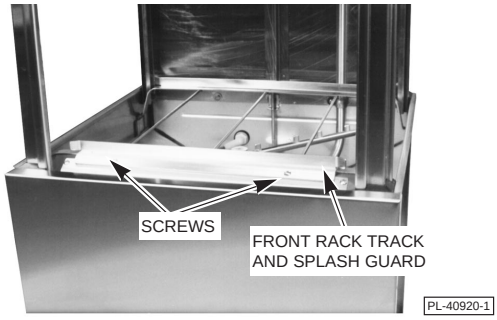

**Fig. 1**
1. Remove the two screws and nuts that secure the front rack track and splash guard (Fig. 1) and remove the front rack track and splash guard. Reassemble the front rack track and splash guard by replacing the two screws and nuts in the same mounting holes from which they were removed.